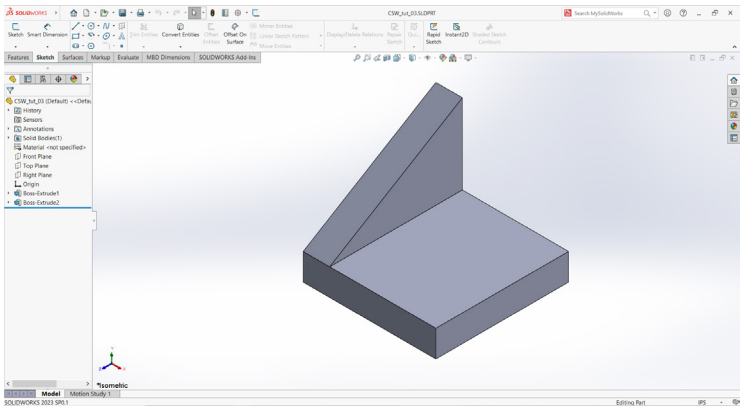

Figure 20 *The model in the part environment*
4. Select the *CSW_tut_03.SLDPRT* file from the *CSW_tut_03* folder and then choose the **Open** button; the model gets opened in the assembly environment, as shown in Figure 20.